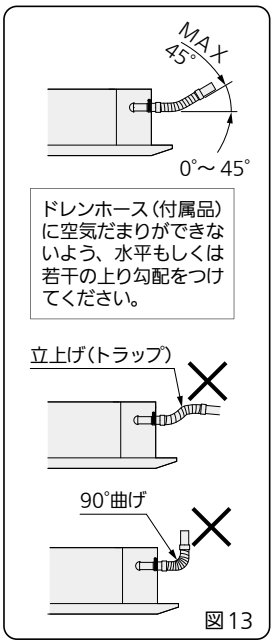

図13
- 付属のドレンホースは90°曲げで使用しないでください。（最大 45°）（図13）